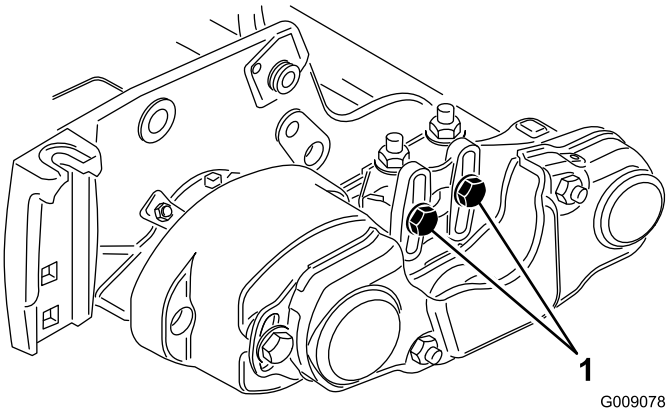
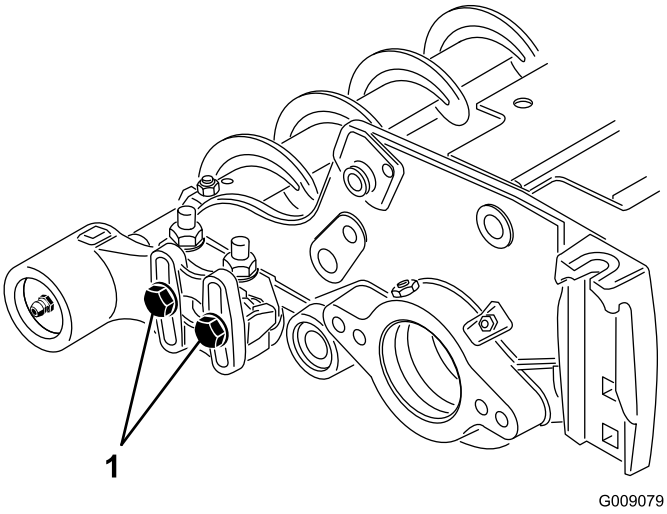

Figur 12
Figur 13
15. Løsne de to boltene som fester hvert valsebørstelagerhus til valsebørstemonteringsbraketten (Figur 12 og Figur 13).